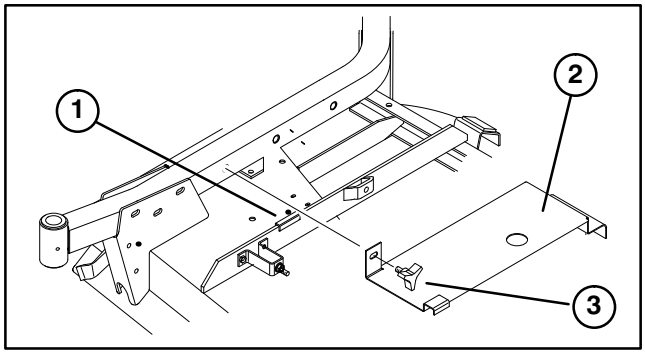

Figure 24
1. Insert a trim molding onto right bridge bar, so side of spring bracket is 4" to far edge of trim molding (Fig. 24).
2. Hook rear of deck cover (Fig. 24) onto rear channel pin while aligning cover mounting tab with hole in right castor arm. Cover to rest on trim molding. Adjust molding as required.